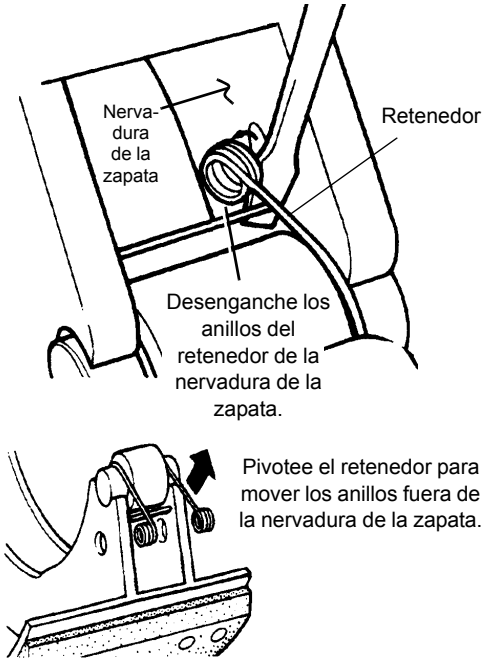

FIGURA 8-16
8. Saque los anillos del retenedor de los agujeros en la nervadura de la zapata (vea la Figura 8-16). Pivotee el retenedor para mover los anillos fuera de las nervaduras de la zapata.